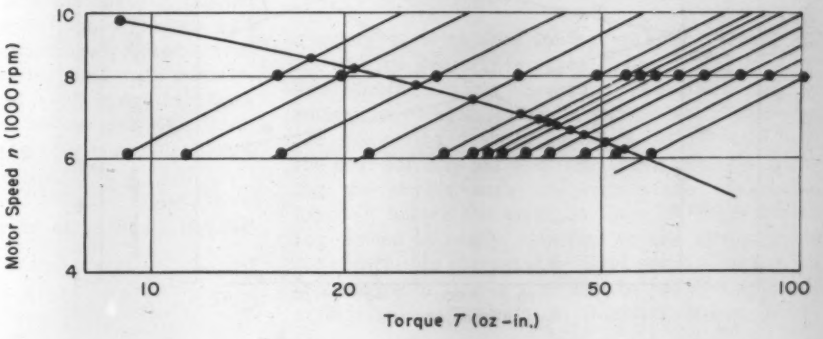

Fig. 4 — Intersections of blower speed-torque and motor speed-torque characteristics give operating points for a blower-motor combination.
The intersection of each blower speed-torque line with the motor speed-torque curve gives the actual motor torque output and blower-motor speed at that particular blower operating point. Eleven such points of intersections are shown on the log-log graph in Fig. 4.
Step 5: Record in the calculation table values of actual torque and speed (T_a and n_a) at the curve intersections. Data from Fig. 4 are recorded in columns 6 and 7, Fig. 3.